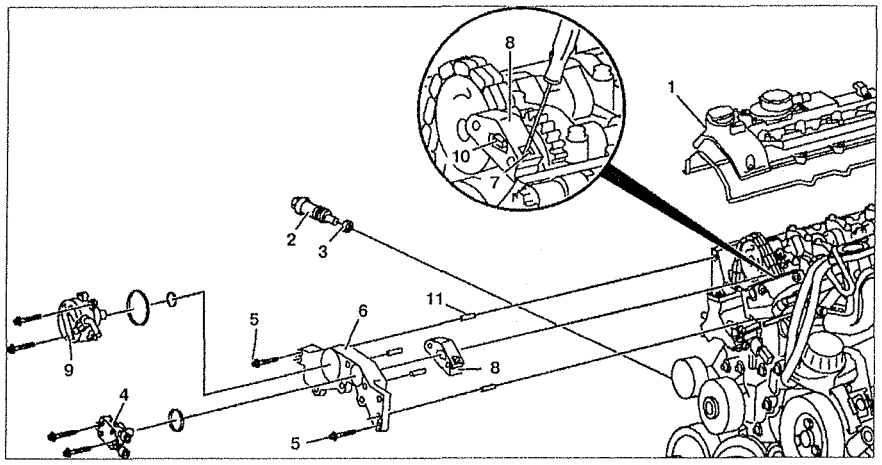

Рис. 5.13. Скользящий рычаг цепи ГРМ:
2. Снимите переднюю крышку **6** головки блока цилиндров (см.рис. 5.13). Поднимите фиксатор **7** с верхнего скользящего рычага **8**.